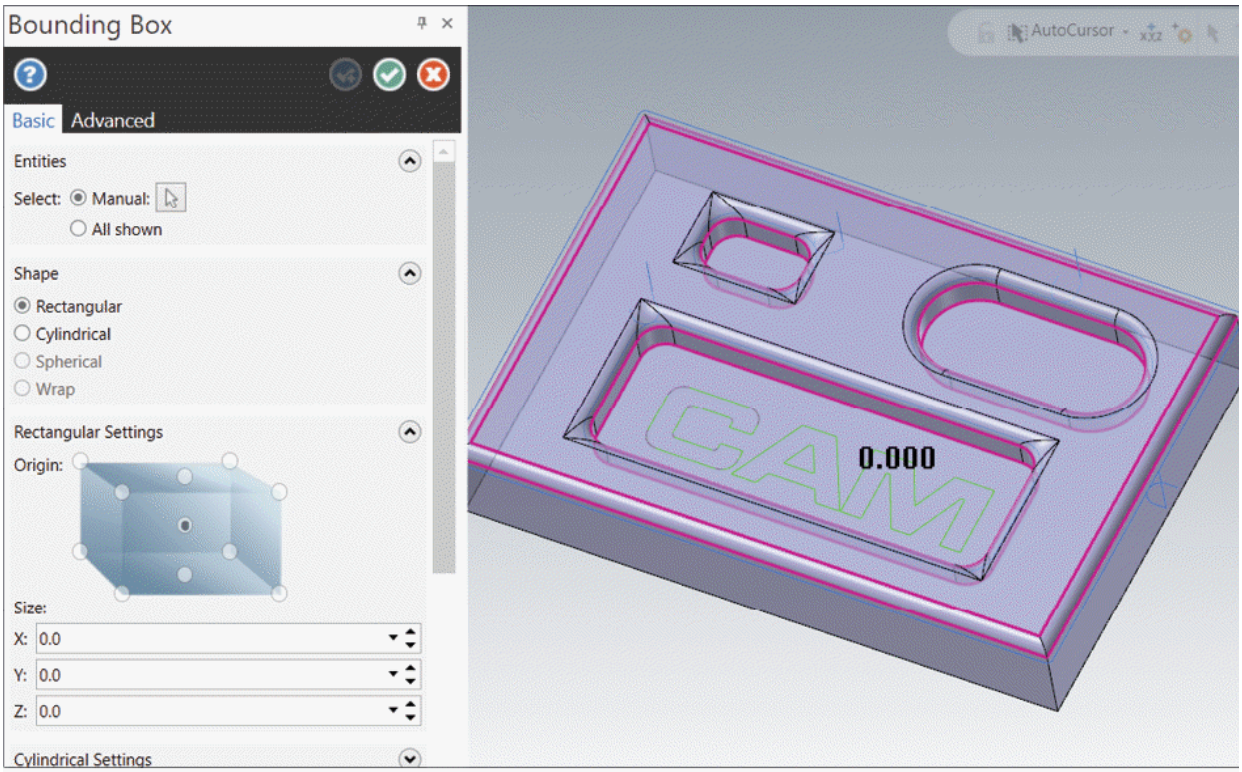

Figure-5. Creating stock
- Click on the **Add from a bounding box** button from **Selection** rollout at the top in **Manager** to create bounding box stock for the model. The **Bounding Box Manager** will be displayed and you will be asked to select the model; refer to Figure-5. Click on the **Manual** selection button if not asking to select model by default.